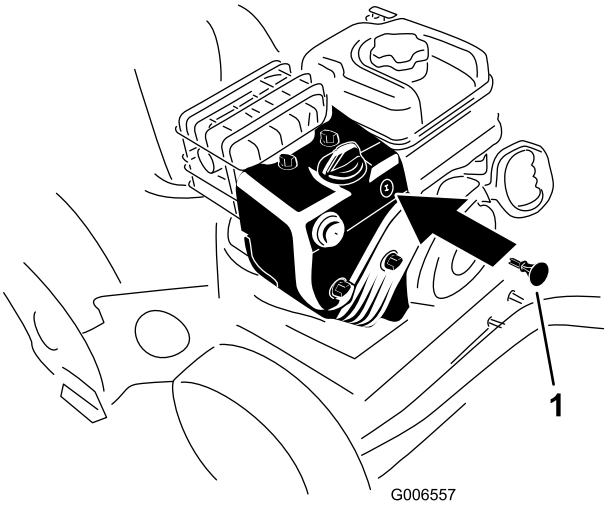

Figuur 26
3. Breng het contactsleuteltje aan (Figuur 26).